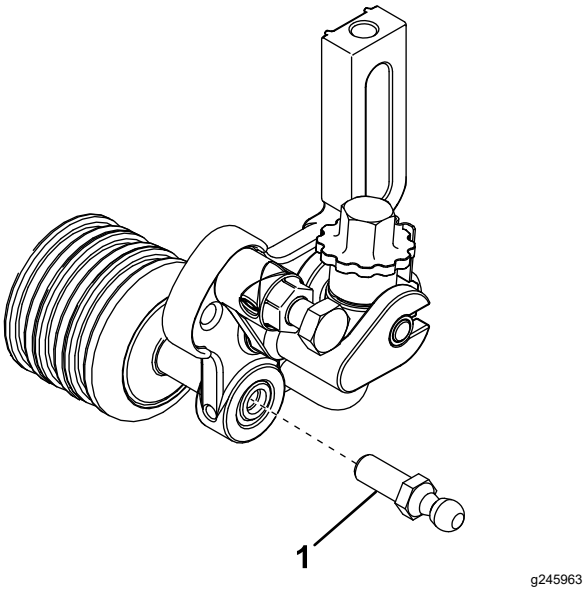

Figure 6
10. Visez une rotule à chaque extrémité des galets avant du groomer (Figure 6).